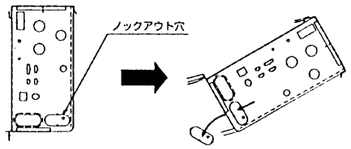

図7 制御ボックス側面図
1. 制御ボックス側面（図7参照）のヒータ電源配線用ノックアウト穴を打ち抜いてください。